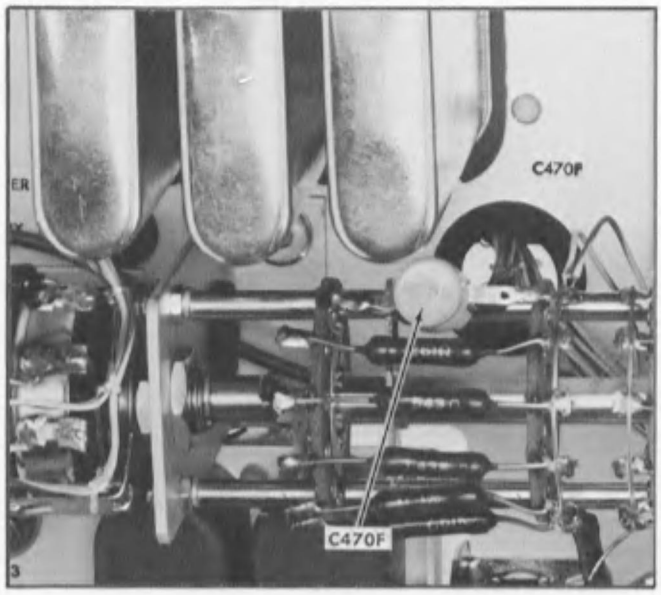

Fig. 6-21. Location of C470F.
c. Remove the cover from the left side of the Type 561A to gain access to C470F, on the left side front of the Type 2A61. See Fig. 6-21.
j. Adjust C470F, Fig. 6-21, for the best square wave reponse. Correct adjustment of C470F, is shown in Fig. 6-22A. Incorrect adjustment of C470F is shown in Fig. 6-22B.